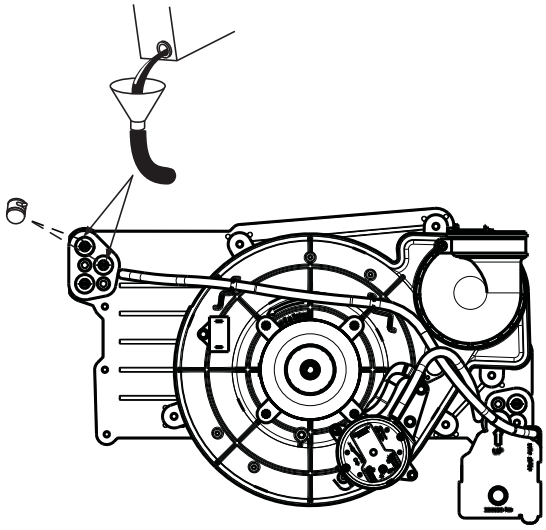

Fig. 62 - Priming Condensate Trap
4. Remove the top unused rubber plug from the port on the collector box opposite the condensate trap. See Fig 62.
9. Remove the middle unused rubber plug from the port on the collector box opposite the condensate trap. See Fig. 62.